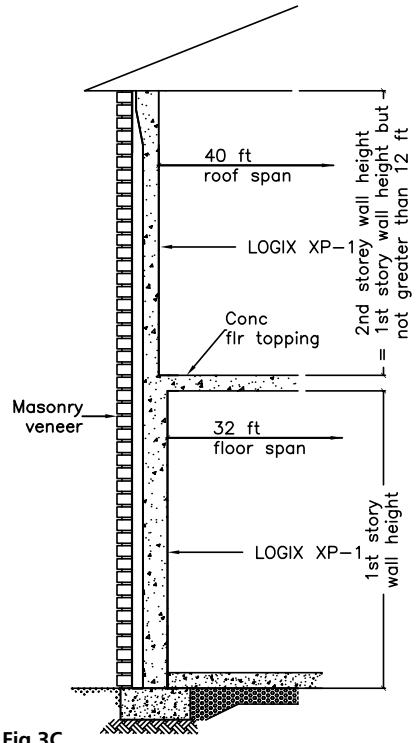

Fig 3C
- Two storey Logix XP-1 supporting 2nd storey Logix XP-1 plus wood frame roof (Fig. 3C)